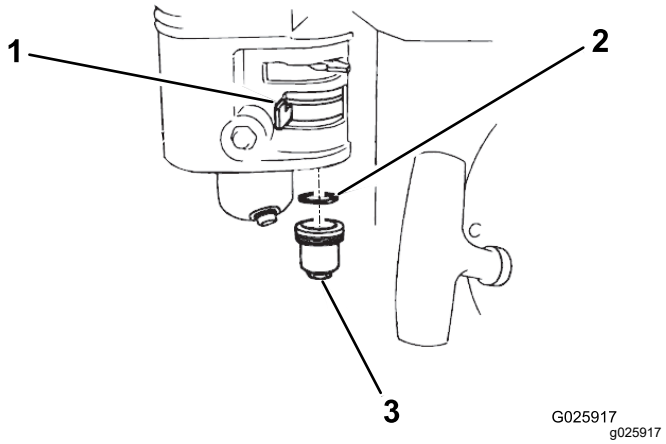

Figuur 34
2. Zet de brandstofafsluitklep in de UIT-stand (Figuur 34).
3. Verwijder de brandstofbezinkseldop en de O-ring (Figuur 34).
6. Plaats de O-ring in de brandstofafsluitklep en breng de bezinkseldop (Figuur 34) aan. Draai de bezinkseldop stevig vast.